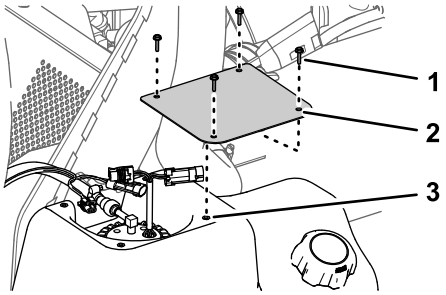

Figur 82
2. På bränsletanken tar du bort de fyra skruvarna (nr 10 x ¾ tum) som säkrar kåpan på bränsletankens övre del och tar bort kåpan (Figur 82).